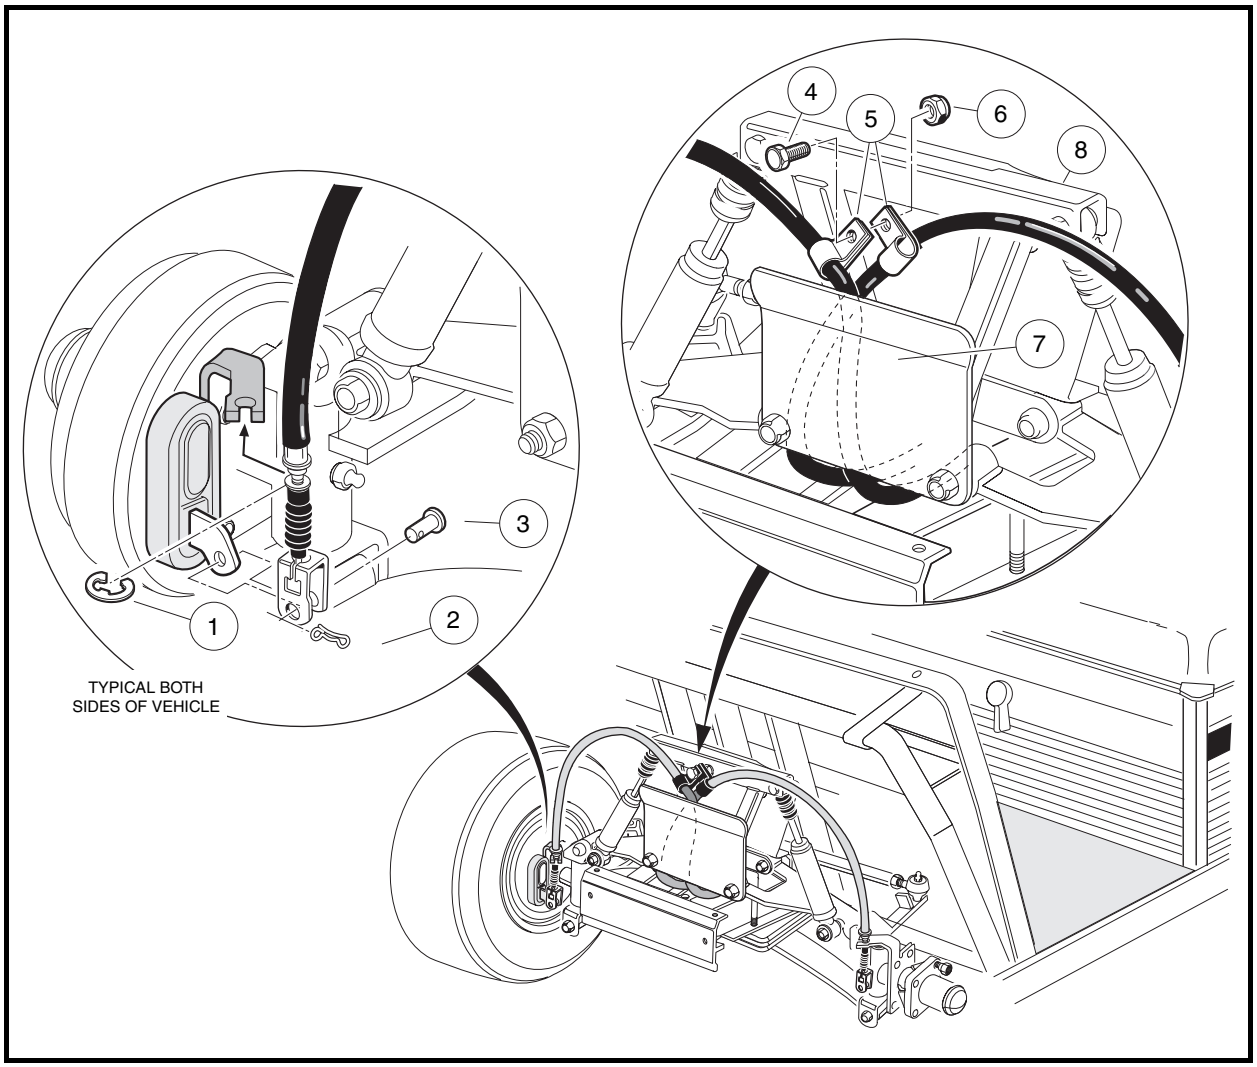

Figure 6-35 Front Brake Cables
1. Remove bow-tie pin (2) and clevis pin (3) from brake lever arm on front brake cluster **(Figure 6-35, Page 6-20)**.
2. Remove E-clip (1) from brake cable housing at the front spindle bracket and remove cable from spindle **(Figure 6-35, Page 6-20)**.
4. Remove bolt (4) and nut (6) from brake cable clamp (5) **(Figure 6-35, Page 6-20)**.
5. Route brake cable between the shock support (8) and brake cable guide bracket (7) **(Figure 6-35, Page 6-20)**. Secure brake cable retainer clips (5) with a bolt (4) and nut (6).
6. Install brake cable through the front spindle brackets and install E-clip (1).
7. Install brake cable clevis onto brake lever arm and install clevis pin (3) and a new bow-tie pin (2)**.**